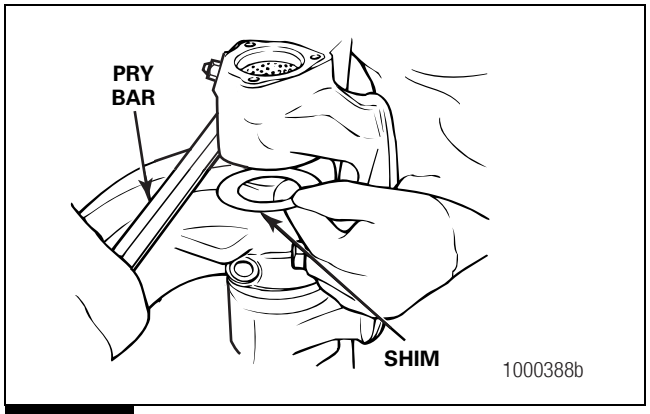

Figure 6.17
7. Place a pry bar between the steering arm boss and the axle beam. Lift the knuckle and slide the shim pack between the top of the beam and the knuckle. Figure 6.17.